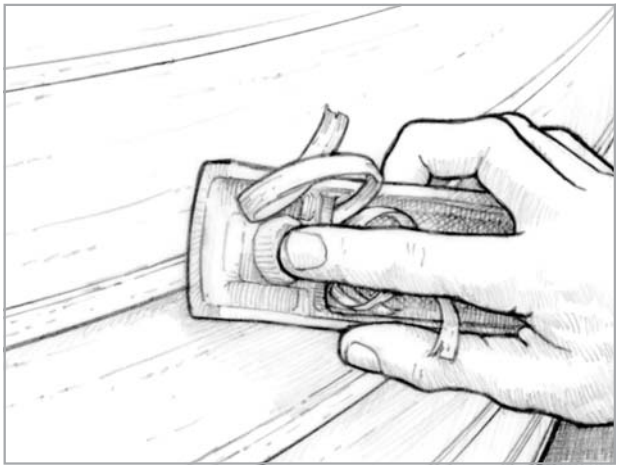

Figure 5-4 *Use a plane to remove the excess spline and a sander to fair the surface after the epoxy has cured.*
4. Push the wet-out spline into the seam *(Figure 5-4)*. The taper on the spline should force epoxy to the sides, making good contact with the spline and edges of the planks. The spline should fit snugly in the seam with hand pressure after a small amount of epoxy squeezes out of the joint. Staple the spline if necessary to hold it in position.